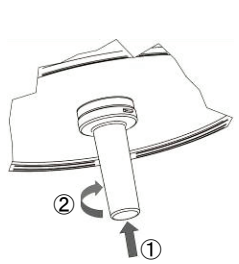

図4 取り付け方法
1） 滅菌ハンドルを装着部に差し込みます。カチャッという音がしたら、正しい位置に固定されたことを意味します（図4 ①）。
2） 滅菌ハンドルを回転させると、もう一度カチャッという音がします。これはロックされたということを意味します（図4 ②）。